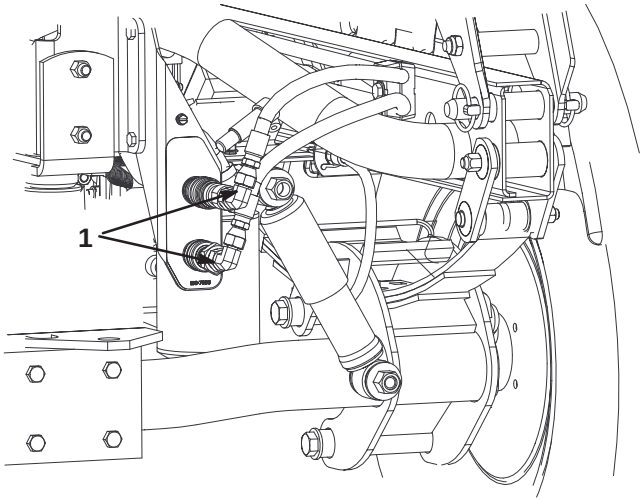

**Figure 3**
**13.** Disconnect the two bed lift hoses from the quick couplers (Fig. 3). Cover the bed lift hose fittings with the coupler caps.